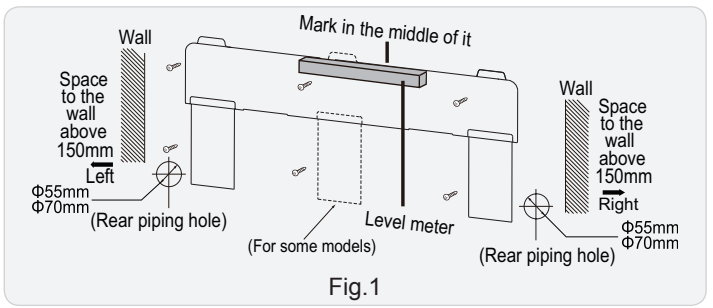

Fig.1
(1) Choose the position of piping hole according to the direction of outlet pipe. The position of piping hole should be a little lower than the wall-mounted frame,shown as below.(As show in Fig.1)